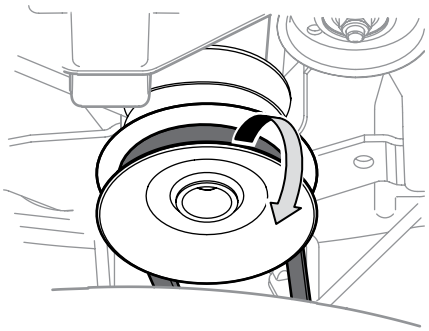

Figura 4-6
4. Extraiga la correa de alrededor de la polea de la PTO del tractor. Consulte la Figura 4-6.
3. Extraiga la correa de la plataforma de alrededor de la polea de transmisión de la PTO del tractor cortacésped como se indica en la Figura 4-6. Simplemente deje rodar un lado de la correa para que salga de la polea y luego debe seguir sacándola todo alrededor de la polea hasta que se sale de la polea.
9. Pase la correa de la plataforma a través de la varilla del guardacorrea y colóquela alrededor y sobre la polea de transmisión de la PTO, como se indica en la Figura 4-6.